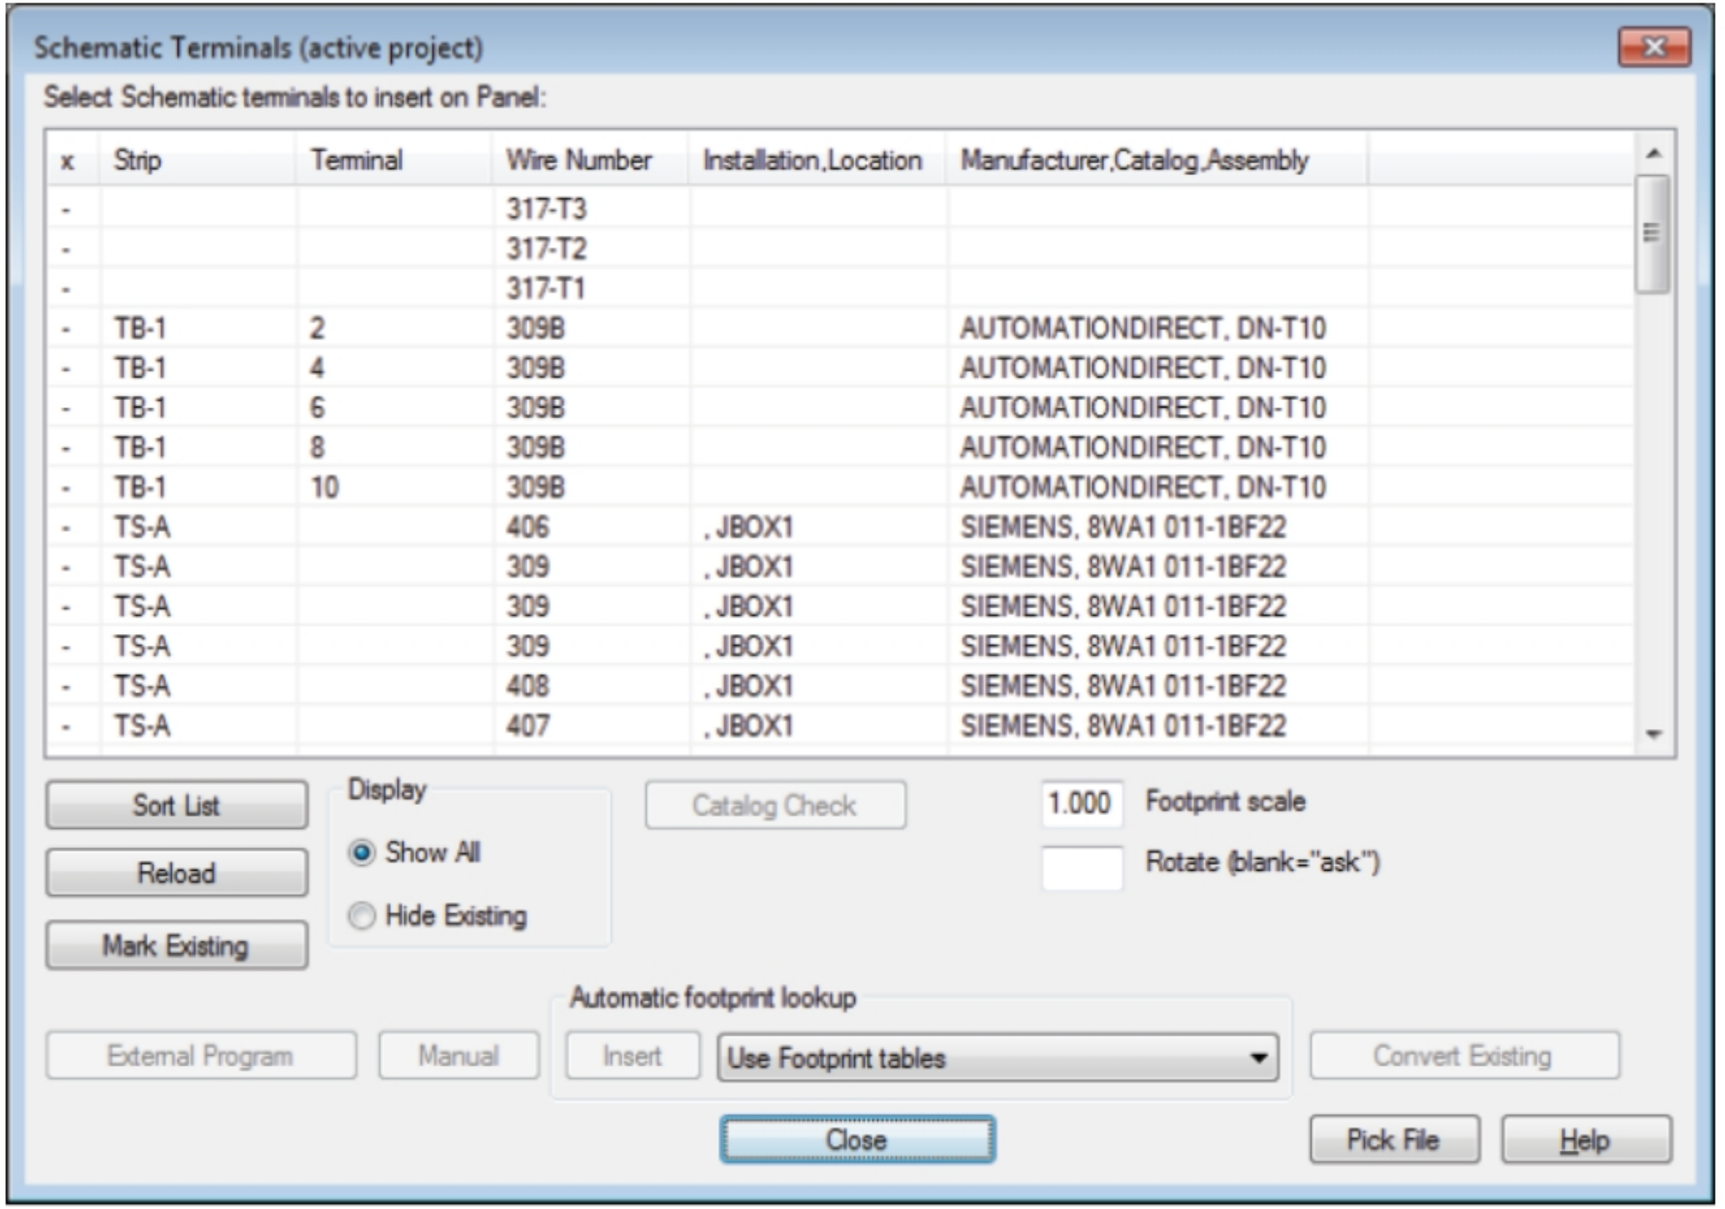

Figure-45. Schematic Terminals dialog box
- Click on the **OK** button from the dialog box. The **Schematic Terminals** dialog box will be displayed; refer to Figure-45.